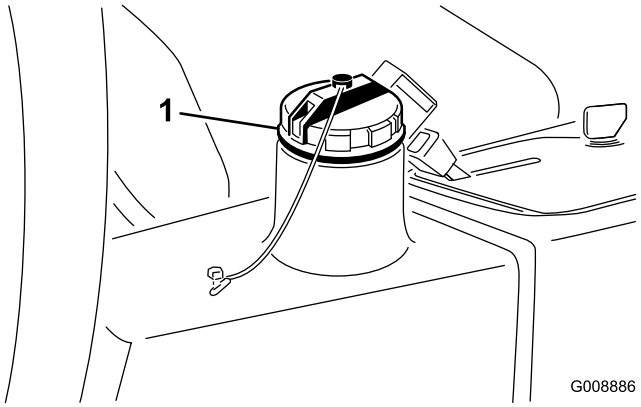

**Figur 40**
2. Rengør området omkring påfyldningshalsen og hydrauliktankens dæksel (Figur 40) og fjern dækslet.